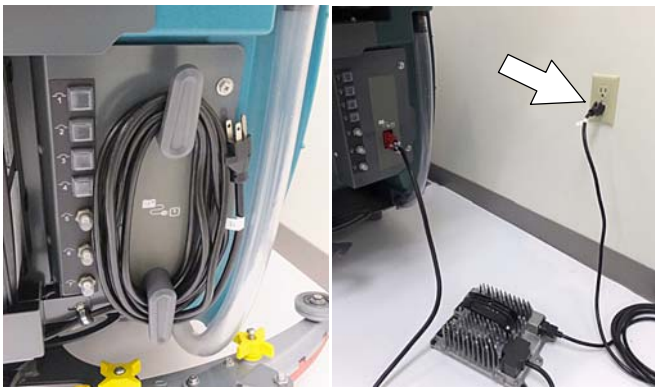

図　74
6. 充電後、電源コードを取り外し、コードフックの周りに巻き付けてください（図74）。
定置型充電器を装備したモデルの場合は、充電器を本機から取り外す前に、必ずAC電源コードを取り外してください（図74）。